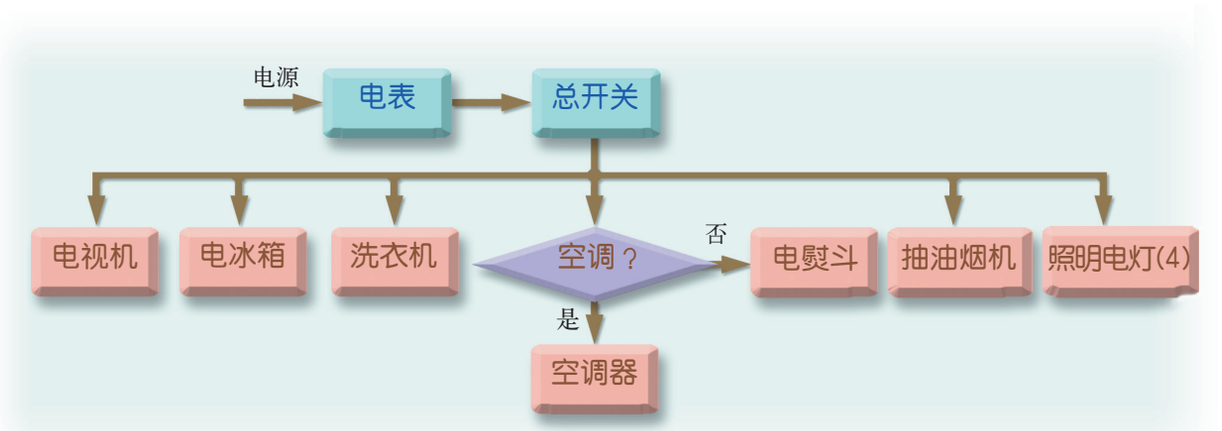

图 3.15　家庭电路系统的设计（方案 2）
(2) 若该家庭的电表为 5A，它允许的最大电功率为 $P=U\times I=220\times 5=1\,100$(W)。总电功率为 1 300W 的用电器超出了允许的最大电功率，如果仍按照以上设计，用电器将无法工作。换句话说，发生了矛盾冲突，需要加以解决。研究一下各用电器的功率，不难发现其中有两个用电器功率较大，分别是空调器 (400W) 和电熨斗 (300W)。家用电熨斗并不需要随时使用，家用空调器主要是在夏季工作，如果将这两个用电器的使用时间错开，则用电器的总电功率低于允许的最大电功率 (1 100W)。为实现这一功能，电路系统中需增加一个双向开关进行控制。改进后的电路系统的设计方案如图 3.15 所示。